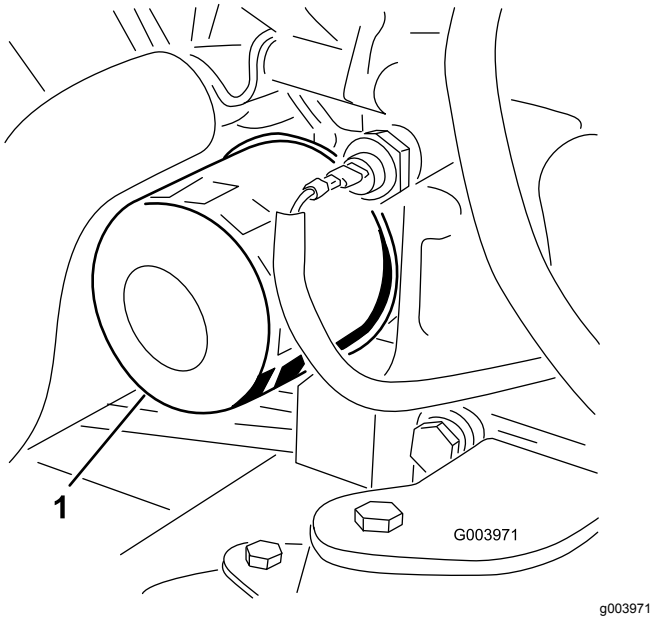

Figur 49
3. Avlägsna oljefiltret (Figur 49).